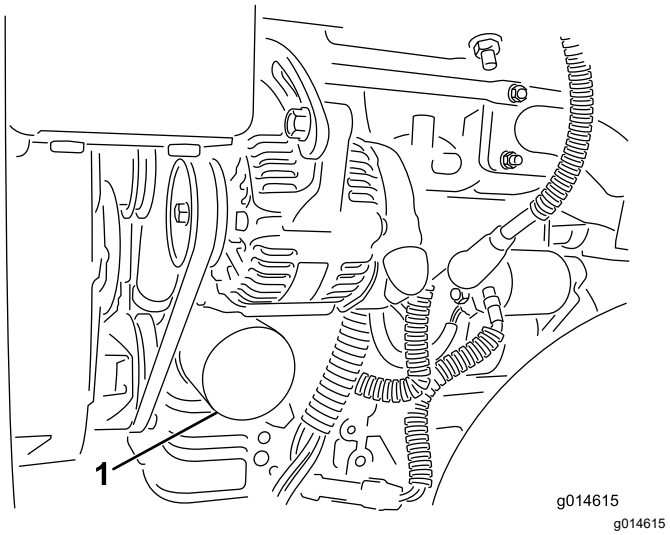

Figura 33
2. Retire el filtro de aceite (Figura 33). Aplique una capa ligera de aceite limpio a la junta del filtro nuevo.